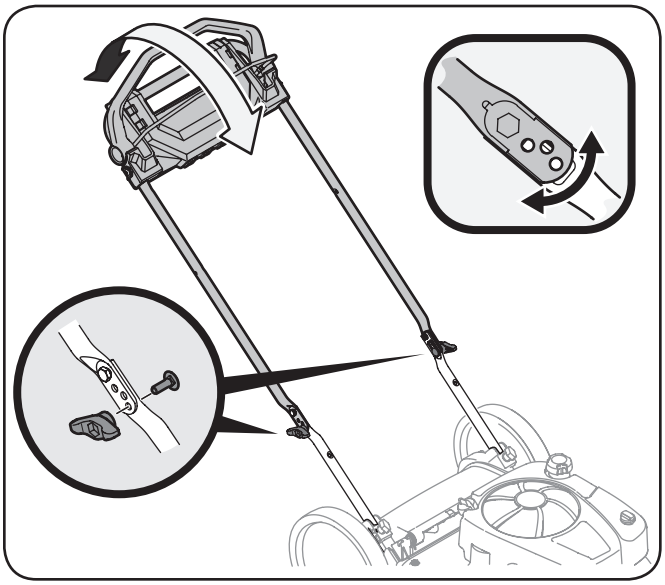

Figura 3-12
1. Quite los tornillos y tuercas de mariposa transporte de manejar. Vea Figura 3-12.
2. Coloque el mango en una de las tres posiciones que se sienta más cómodo. Vea Figura 3-12 inserción.